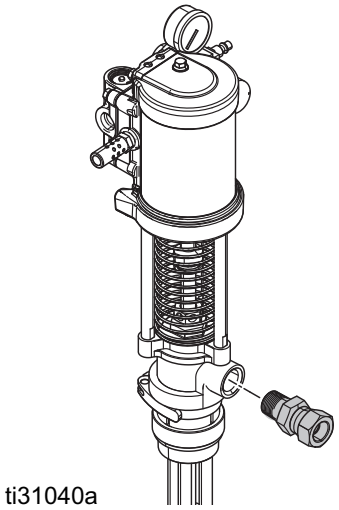

FIG. 7
3. Applicera gängtätning på hangängan på utloppet (levereras inte) och sätt den i utloppsporten. Se FIG. 7.